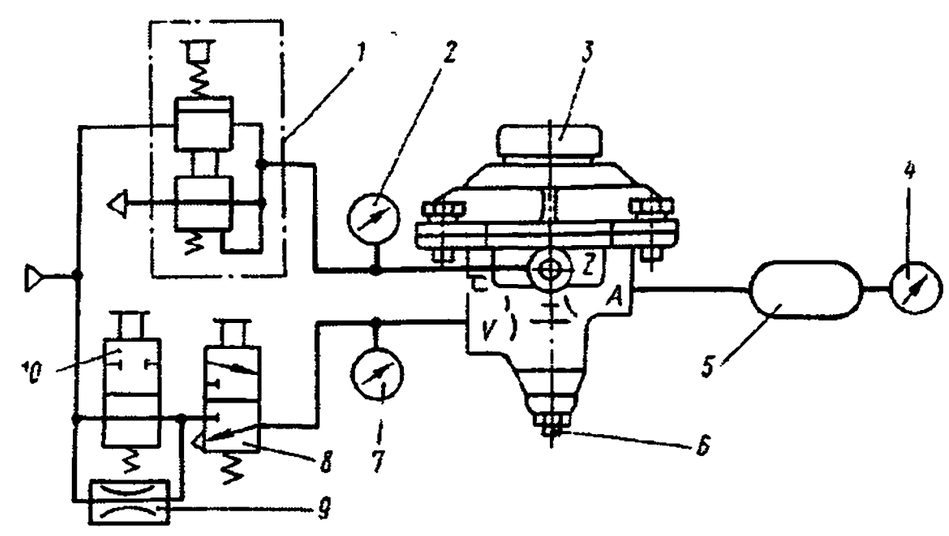

Рис. 324. Схема подключения клапана управления тормозными системами прицепа с однопроводным приводом:
1. Подключите прибор по схеме, изображенной на рис. 324.